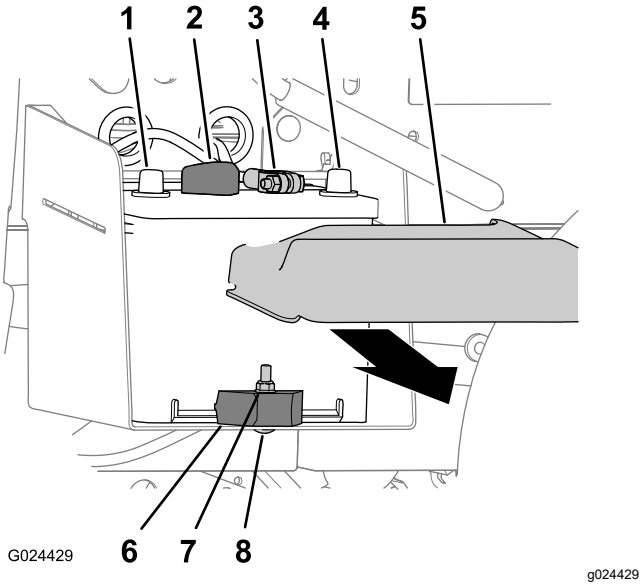

Figuur 49
1. Knijp de zijkanten van het accudeksel samen en neem het deksel van de bovenzijde van de accu (Figuur 49).
2. Koppel de minkabel los van de accupool (Figuur 49).
3. Koppel de pluskabel los van de accupool (Figuur 49).
2. Verwijder de borgmoer, slotbout en accuklem waarmee de accu vastzit aan de accubak (Figuur 49).
3. Verwijder de accu uit de accubak (Figuur 49).
1. Lijn de accu uit met de accubak van de machine (Figuur 49).
Opmerking: Zorg ervoor dat de plus- en minpool van de accu uitgelijnd zijn; zie Figuur 49.
2. Bevestig de accu met de accuklem, de slotbout en de borgmoer aan de accubak (Figuur 49).
1. Sluit de pluskabel aan op de accupool (Figuur 49).
2. Sluit de minkabel aan op de accupool (Figuur 49).
3. Plaats het accudeksel op de bovenkant van de accu (Figuur 49).